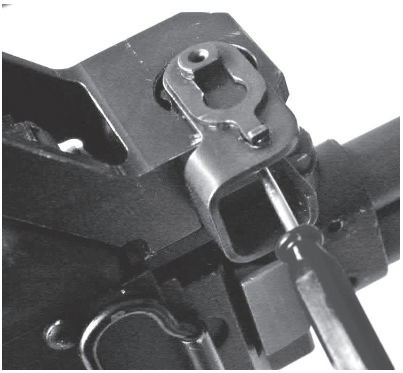

Rys. 37. Zatrzask mimośrodowy w pozycji otwartej - wykręcanie wkrętu dociskowego
- Dokręcić wkręt dociskowy (1), kontrując nakrętkę specjalną zacisku (2), wkręt dociskowy (1) powinien ustalać nakrętkę (2) i dociskać ją w jednym z wycięć nakrętki – czynność tą należy wykonywać w pozycji otwartej dźwigni zacisku jak to przedstawiono na rys. 37.